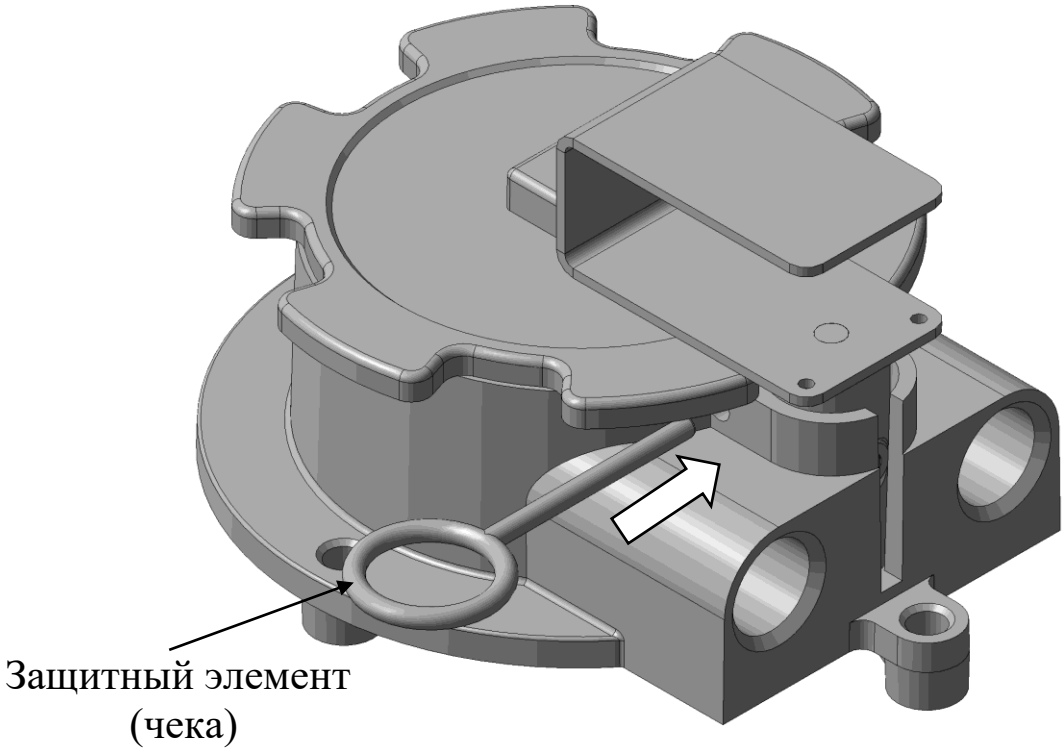

Рис. 3
3. Вставить защитный элемент (чека) до упора, для предотвращения случайного выдергивания приводного элемента, рис. 3.